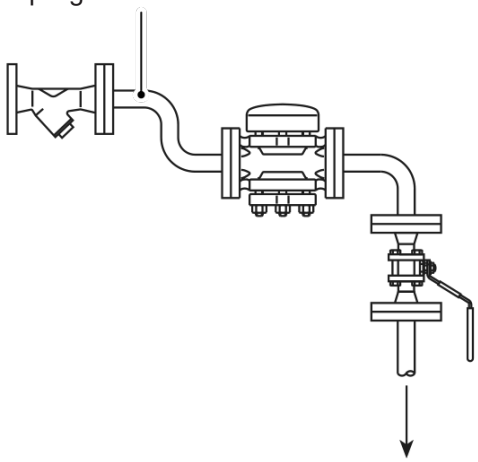

Fig. 3 - Installation typique
3.4 Le purgeur doit être monté de préférence sur une tuyauterie horizontale avec le couvercle isolant à la partie supérieure (Fig. 3). Le purgeur peut fonctionner dans n'importe quelle autre position, mais cela affectera sa durée de vie.